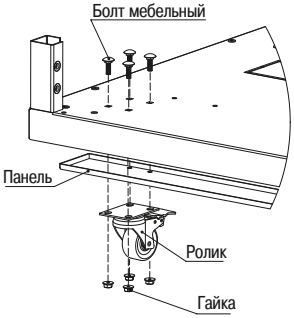

Рисунок 17 – Установка роликов
3.6.1 Для монтажа роликов в основании шкафа необходимо отвернуть панель, совместить посадочные отверстия ролика и панели с осями мебельных болтов, затем притянуть их к основанию гайками (рисунок 17). Допускается одновременная установка шкафа на регулируемые опоры и на ролики. В этом случае опоры крепятся к основанию так, как описано в 3.1.1.